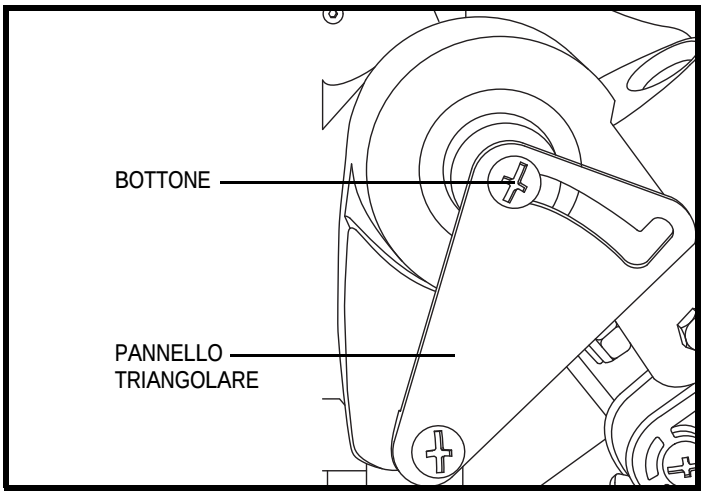

Figura 41. Pannello triangolare
2. Far scivolare la piastra triangolare (vicino alle ginocchia del bambino) verso la parte anteriore della Carrozzina per premere il pulsante sul fermo nero. **Vedere la figura 41.**